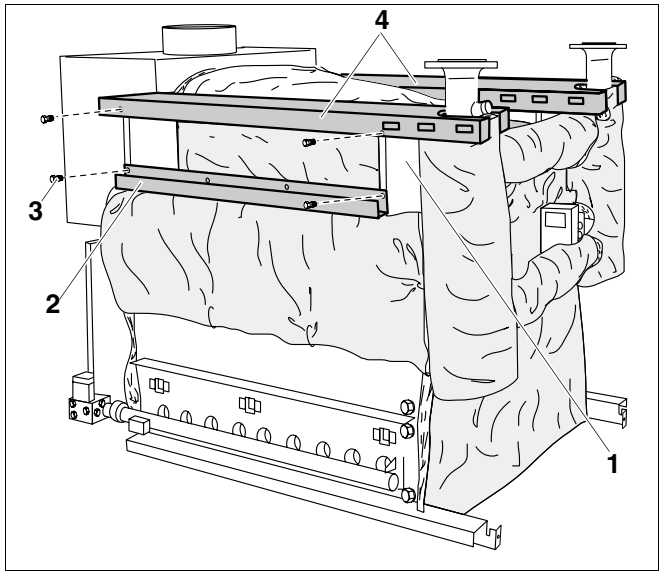

Afb. 55 Zijdelingse ketelafdekkap en kabelgoten monteren
- De beide zijdelingse ketelafdekkappen (afb. 55, **pos. 4**) worden op de consoles (afb. 55, **pos. 1**) gelegd en daar met schroeven met vlakke kop 3,9 x 9,5 (afb. 55, **pos. 3**) bevestigd.
- Schroef de beide kabelgoten (afb. 55, **pos. 2**) vooraan en achteraan aan de consoles (afb. 55, **pos. 1**) met schroeven met vlakke kop 3,9 x 9,5 (afb. 55, **pos. 3**) (onderste gat in de console).